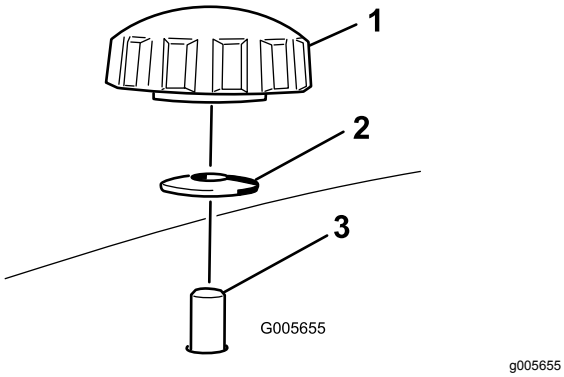
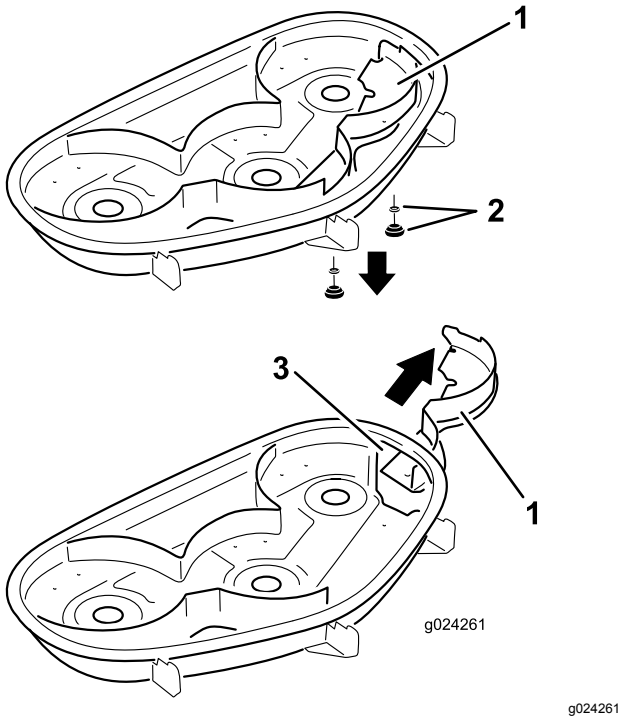

Figura 26
Figura 27
4. Remova os 2 manípulos e as anilhas curvas que fixam o abafador direito ao cortador (Figura 26).
5. Remova o abafador direito e baixe o defletor de relva para cima da abertura de descarga (Figura 26 e Figura 27).
5. Faça deslizar o abafador direito por debaixo da plataforma do cortador e fixe-o utilizando 2 manípulos e anilhas curvas (lado oval virado para o cortador) conforme indicado em Figura 26 e Figura 27.